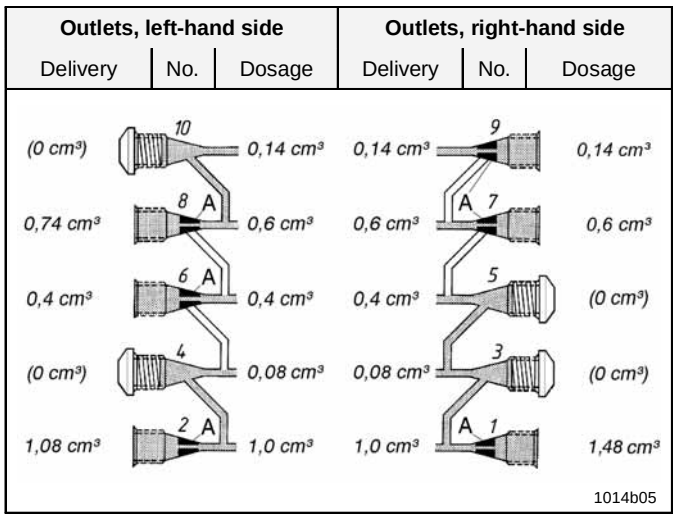

Fig. 28 Dosage of multiple outputs
- Install an outlet fitting assembly (pos. 5, M 10 x 1) in each outlet bore to be used.
- **Never remove closure plug** (pos. 4, **M11 x 1 chamfered**) on the piston side or remove it only for installing a piston detector.
- Clamping ring (pos. A, Fig. 28) closes the junction channels (pos. 9) to the other outlet channels.
Close one or more outlets to increase the output of the outlet below. Depending on the dosage (page 10, paragraph „Metering Screws“) several outputs add up (see fig. 28).